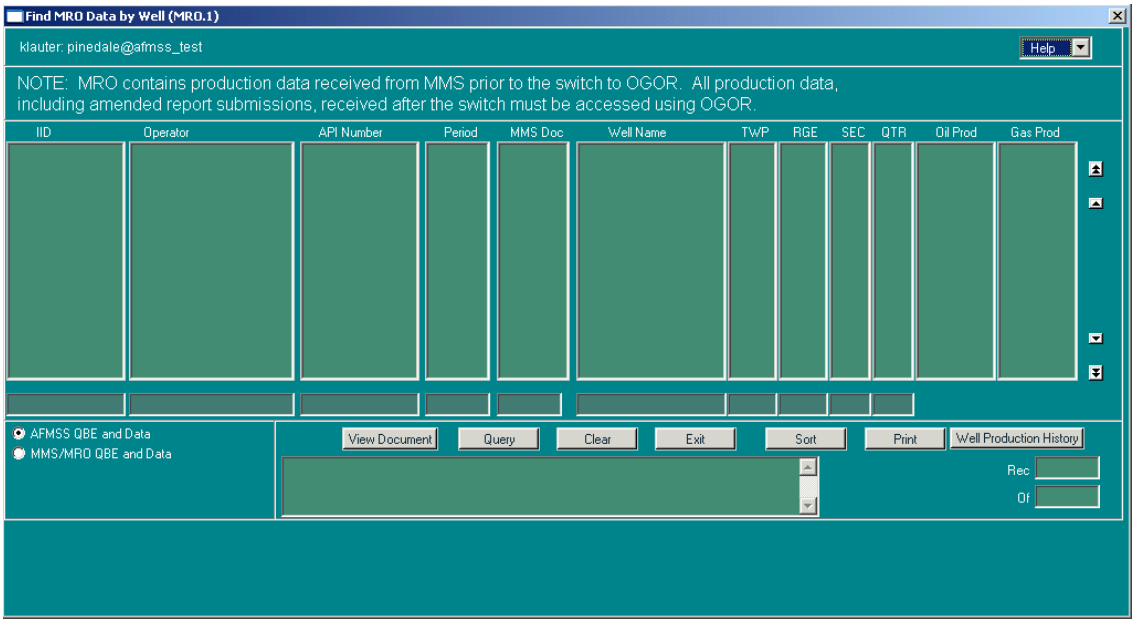

Figure 6-2: Find MRO Data by Well (MRO.1) Window
1. From the *Non-Indian AFMSS Main Menu* select **MRO**. Select **MRO by Well (MRO.1)**. This launches the *Find MRO Data by Well (MRO.1)* window (Figure 6-2).